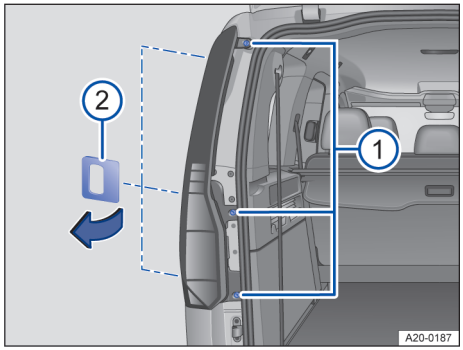

Fig. 173 À l'arrière du véhicule, côté gauche : retrait du boîtier des lampes
4. Dévissez trois vis avec un tournevis → fig. 173 ①. Utilisez une lame de rechange adaptée si nécessaire.
5. Utilisez l'outil → fig. 173 ② pour faire levier du haut vers le bas afin de sortir le boîtier des lampes de son support.
5. Introduisez le bloc de feux arrière dans l'ouverture de la carrosserie et poussez-le avec précaution dans son support → fig. 173.
6. Vissez fermement les vis de fixation → fig. 173 ①.